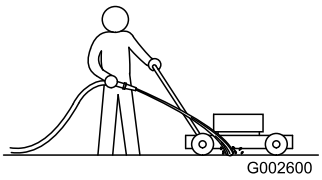

Figura 24
1. Collocate il tosaerba su una superficie piana pavimentata, con il motore acceso, e spruzzate un getto d'acqua davanti alla ruota destra posteriore (Figura 24).